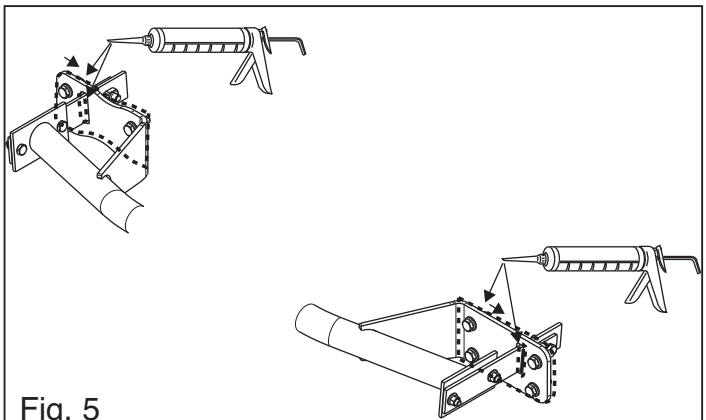

Fig. 5
12. Герметизировать обозначенные части (см. рис. 5